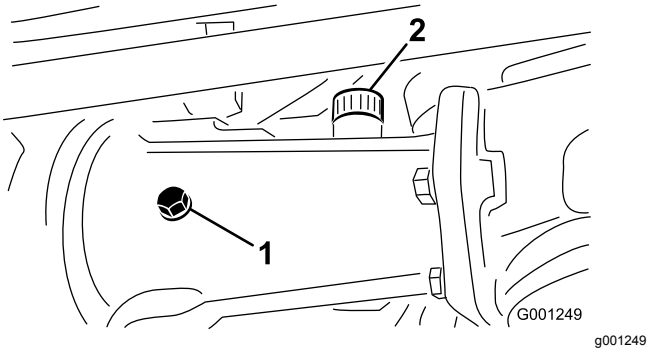
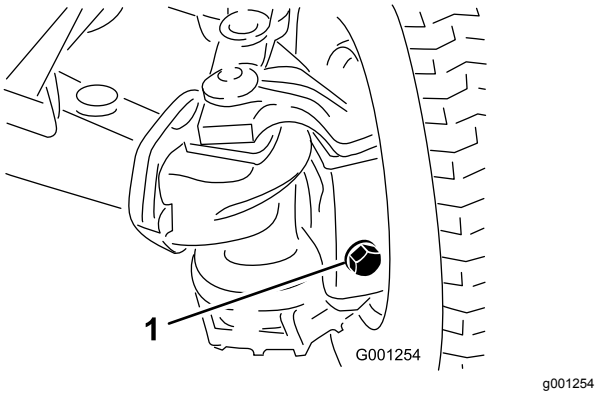

Figuur 57
Figuur 58
2. Verwijder de controleplug uit de behuizing in het midden van de as en de vul/controlepluggen van de twee buitenste behuizingen (Figuur 57 en Figuur 58).
3. Controleer of de tandwielolie tot aan de draden aan de onderkant van de plugopeningen komt (Figuur 57 en Figuur 58).
A. Verwijder de vulplug als u de behuizing in het midden van de as vult (Figuur 57).
B. Voeg de gespecificeerde smeerolie van de achteras toe aan het (de) asreservoir(s) totdat het peil de onderkant van de opening van de controlepluggen bereikt (Figuur 57 en Figuur 58).
C. Indien de plug van de behuizing in het midden van de as verwijderd is, moet u PTFE-dichtmiddel aanbrengen op de draad van de vulplug en deze in de behuizing monteren(Figuur 57).
5. Breng PTFE-dichtmiddel aan op de draad van de controleplug van de behuizing in het midden van de as en de vul/controlepluggen van de 2 behuizingen aan het einde van de as (Figuur 57).
in de 2 behuizingen aan het einde van de as (Figuur 57 en Figuur 58).
1. Aftapplug (3)
8. Breng PTFE-dichtingsmiddel aan de draad van de controleplug van de behuizing in het midden van de as en de vul/controlepluggen van de 2 behuizingen aan het einde van de as, zie Figuur 57 en Figuur 58 in Smeerolie van de achteras controleren (bladz. 57).
9. Plaats de controleplug terug in de behuizing in het midden van de as en de vul/controlepluggen in de 2 behuizingen aan het einde van de as, zie Figuur 57 en Figuur 58 in Smeerolie van de achteras controleren (bladz. 57).